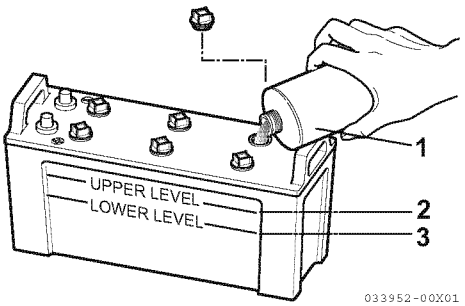

Figur 5
1. Ta bort det gula locket från påfyllningshålet (1, **Figur 5** *på sidan 26*). Ta bort avtappningspluggarna (både höger och vänster) i oljetrågets nedre del och töm motoroljan.
4. Om nivån är under lägsta fyllningsnivå (3, **Figur 5**), fyll på med destillerat vatten (1, **Figur 5**) (finns i vanliga butiker) till den övre nivån (2, **Figur 5**) i batteriet.